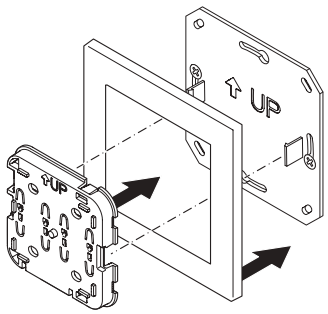

Rys. 39 - Umieść urządzenie na płytce montażowej
3. Umieść urządzenie na płytce montażowej (Rys. 39).